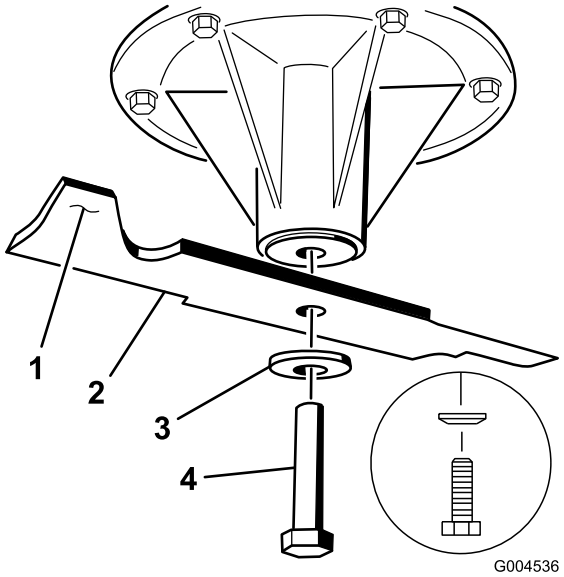
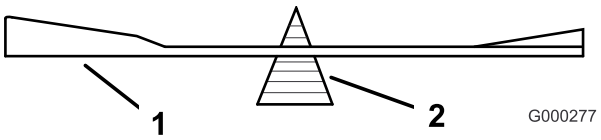

**Figuur 80**
**Figuur 82**
2. Verwijder de mesbout, de klemring en het mes van de spilas (Figuur 80).
2. Controleer de balans van het mes met een mesbalans (Figuur 82). Als het mes horizontaal blijft, is het in balans en geschikt voor gebruik. Als het mes niet in balans is, moet u wat metaal afvijlen van het uiteinde van de vleugel (Figuur 80). Herhaal dit indien nodig totdat het mes in balans is.